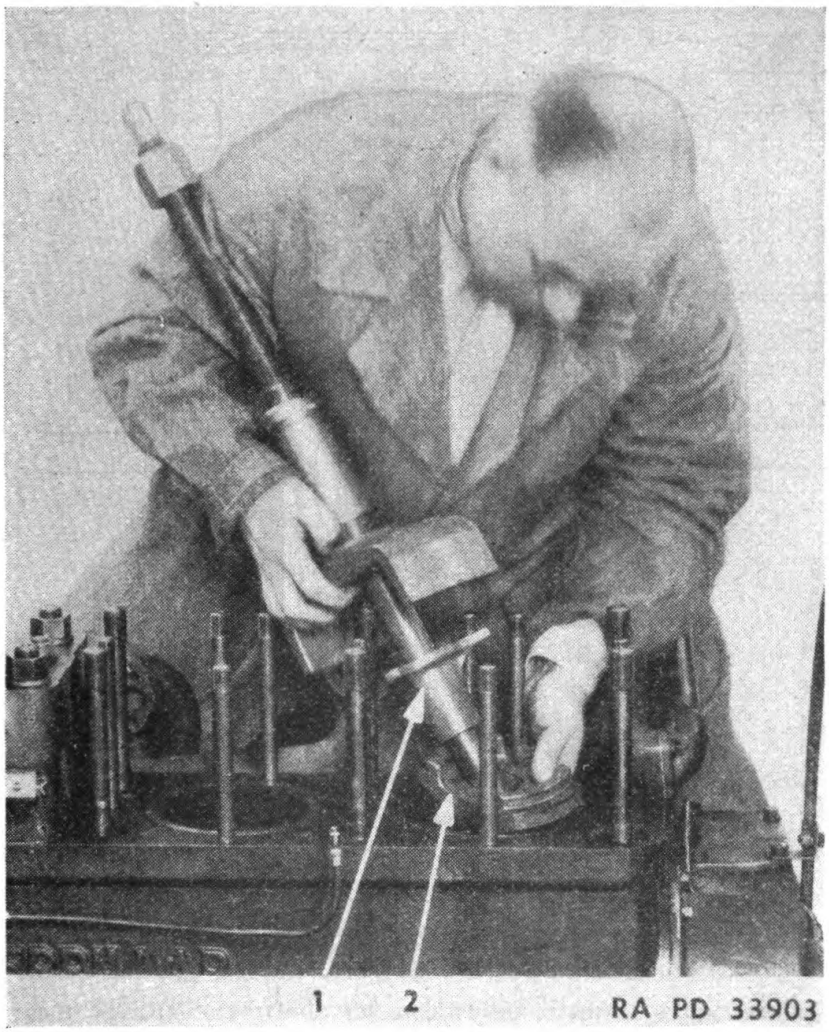

FIGURE 30.– Liner removal tools.
(2) Cylinder liner surfaces are machined, hardened, ground, and finally honed to a mirror finish and chemically treated. The resultant surface is so hard that ordinary boring tools will not machine it.
(3) Liners, pistons, and rings are available from the factory in standard sizes only and require no fitting.
e. Removal.—Cylinder liner tools (fig. 30) are available for removing and installing cylinder liners. The puller stud hole through bottom plate (2) is elongated so the bottom plate can be angled and inserted from the top of the liner. By using guide (1) the bottom plate will be properly centered at the bottom of the liner. Always drain the block of water and protect the crankshaft and bear-